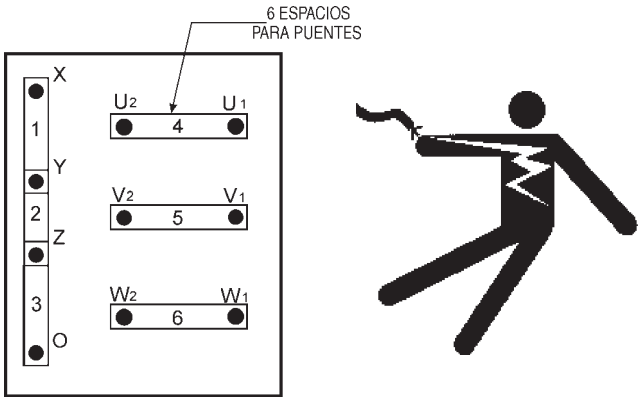

**Figura 14. Tablero de inversion de voltaje configuaración 240V**
Un relevador de sobre corriente (Figura 14) esta conectado al interruptor automático principal. En caso de una sobrecarga, ambos el interruptor automático y el relevador de sobre corriente pueden desconectarse. Si el interruptor automático no puede ser ajustado, el ***botón de restablecer*** en el relevador de sobre corriente debe ser presionado. El relevador de sobre corriente esta ubicado en la caja de control.
Un amplio rango de voltajes está disponible para suministrar voltajes para diferentes aplicaciones. Los voltajes son seleccionados aplicando placas pasa corriente (6) al **tablero de inversión de voltaje** (Figura 14). Para obtener algunos de los voltajes como figuran en la Tabla 7 (ver abajo) requerirá un ligero ajuste usando la ***perilla de control del regulador de voltaje*** (VR) localizado en el panel de control.
El tablero de inversión de voltaje (Figura 14) esta localizado en la caja de control, detrás del panel de control del generador. Este tablero ha sido provisto para facilitar la selección de voltaje.